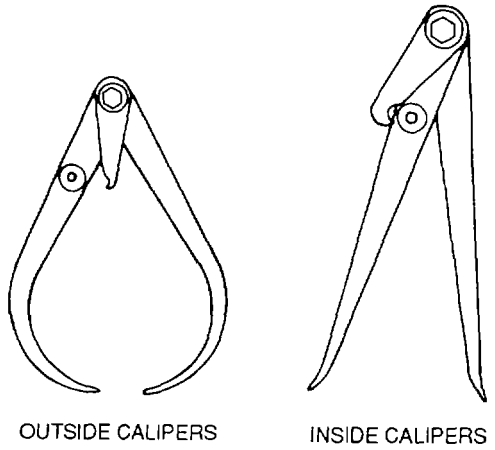

Figure 3-26. Transfer Calipers
(3) Transfer calipers. Transfer calipers are used for measuring chamfered grooves or flanges. A screw attaches a small auxiliary leaf to one of the legs, as shown in figure 3-26. The measurement is made as with ordinary calipers. The leaf is locked to the leg. The legs may be opened or closed as needed to clear the obstruction. The legs are then brought back and locked to the leaf, restoring them to the original setting.